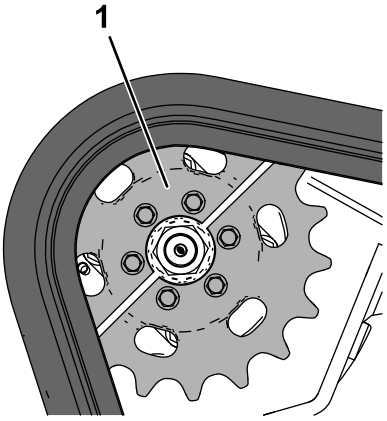

Rysunek 60
2. Ustaw maszynę na równym podłożu, upewniając się, że tylko jedna połowa koła łańcuchowego jest zaczepiona o gąsienicę (Rysunek 60)